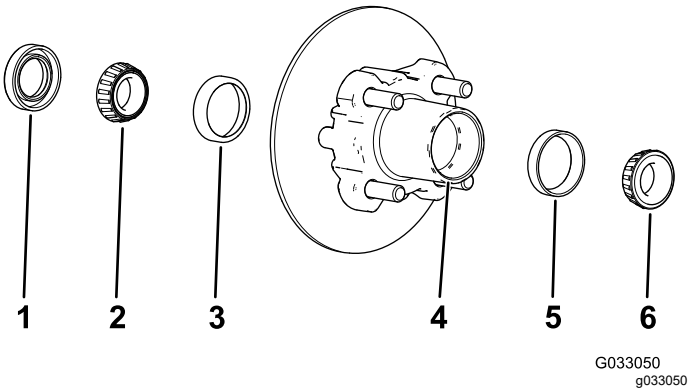

Rysunek 28
1. Zdejmij z piasty zewnętrzne łożysko wraz z bieżnią łożyska (Rysunek 28).
2. Zdejmij z piasty uszczelnienie oraz łożysko wewnętrzne (Rysunek 28).
5. Oczyść wgłębienie w piaście ze smaru, ziemi i zanieczyszczeń (Rysunek 28).
7. Napełnij wgłębienie zalecanym smarem w około 50 do 80% (Rysunek 28).
8. Zamontuj wewnętrzne łożysko w bieżni po wewnętrznej stronie piasty, a następnie zamontuj uszczelnienie (Rysunek 28).